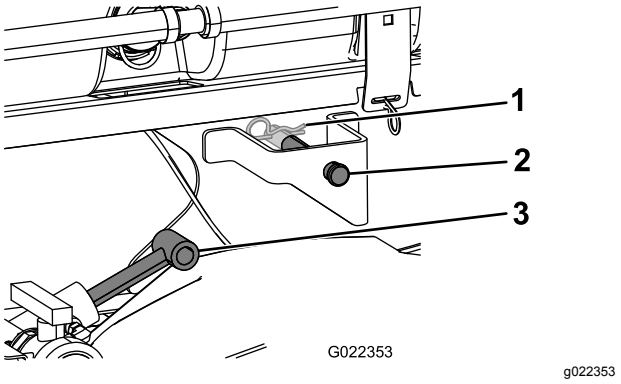

Figur 12
4. Forleng løftesylindrene frem til brakettene på tankens gliderramme, og rett inn sylinderkoblingene etter hullene i brakettene på tankens gliderramme (Figur 12).